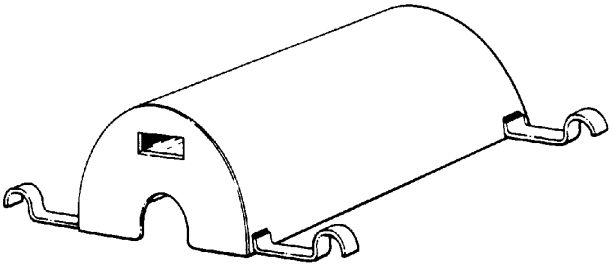

Figure 20. 6796886 Compressor Rotor Cover
g. Install 6796886 cover (figure 20) on the stand over the compressor rotor.